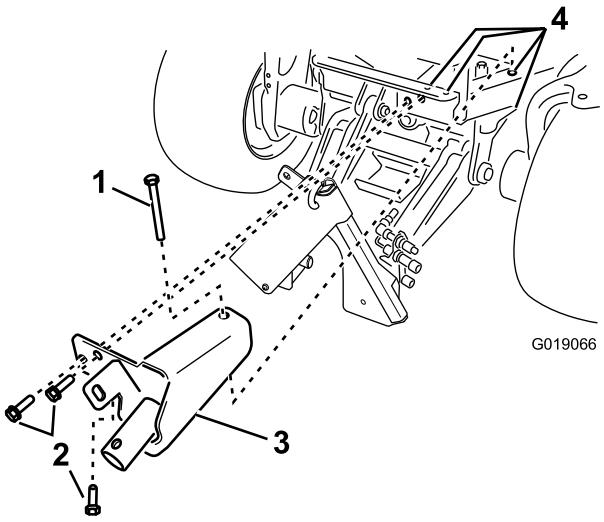

Figura 3
4. Monte el soporte de acoplamiento del gato en el bastidor de la máquina con 3 pernos de cabeza hexagonal con arandela prensada (1/2 x 1-1/2 pulgadas), un perno de cabeza hexagonal (1/2 x 4-1/2 pulgadas) y 4 contratuercas (Figura 3).